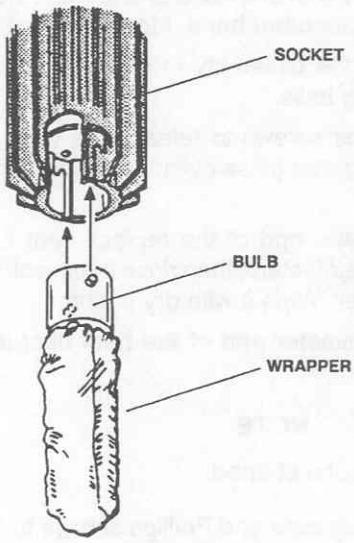

Figure 3-27. Lamp installation.
h. Open the lamp wrapper and expose only the bayonet base (fig 3-27).